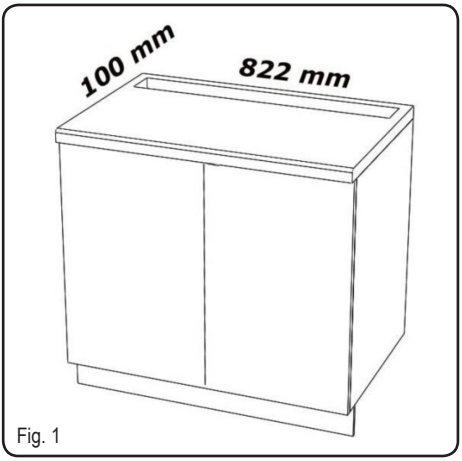

Fig. 1
• Effettuare nella parte posteriore del piano cottura, un foro rettangolare con le seguenti dimensioni: (Fig. 1)